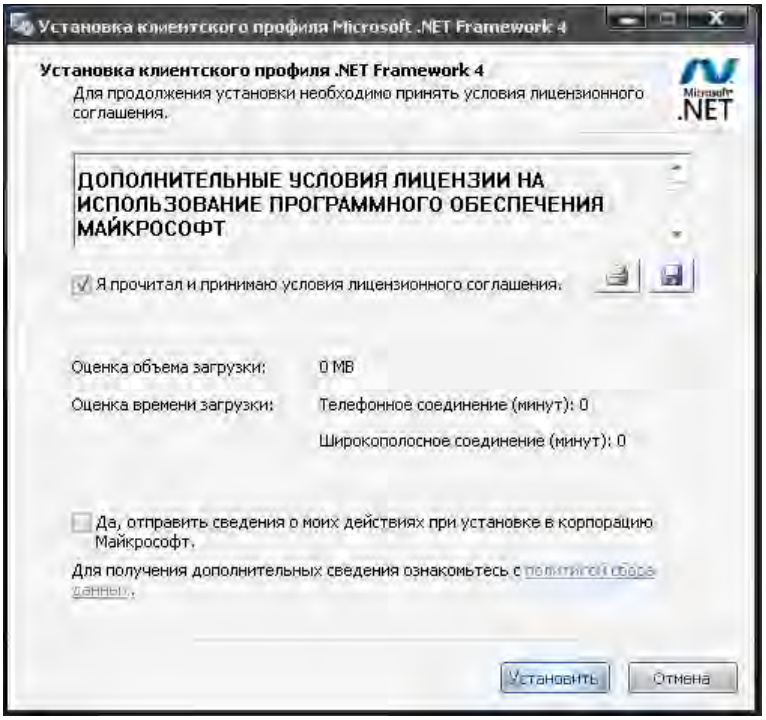

Рис.6
7) в следующем окне (рис.6) необходимо установить галочку "**Я прочитал и принимаю условия лицензионного соглашения**" и нажать кнопку "**Установить**":